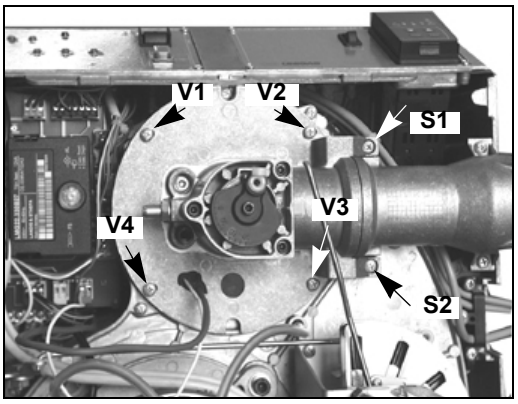

Рис. 42
- Снятие, контроль и очистка головки сгорания (см. Рис. 42 и последующие рисунки)
1 Снять винты **V1**, **V2**, **V3**, **V4** и пару винтов **S1** и **S2** (Рис. 42).